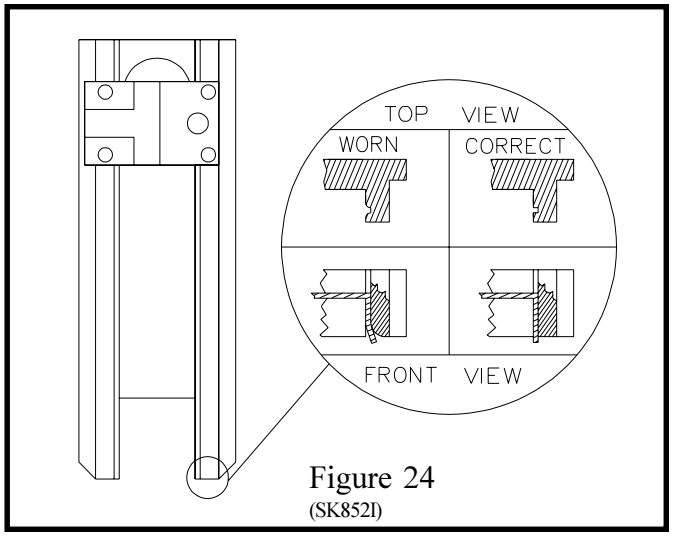
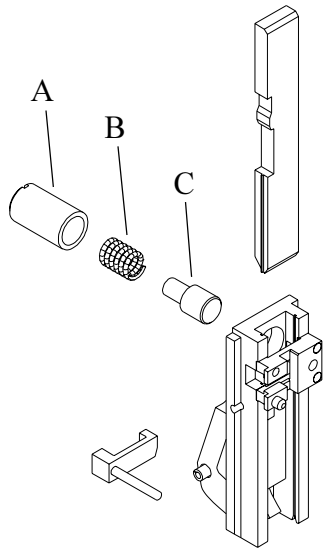

Figure 24
Figure 25
G. Bender Bar (Figure 24)
The bender bar bends the wire over the rotator and forms it into an unclinched stitch. The legs of the stitch are guided towards the work material by the bender bar grooves. The legs of the unclinched stitch should be perpendicular to the crown. When the bender bar grooves become worn, the legs tend to flare out (Figure 24) as they emerge from the grooves. This causes the legs to strike the clincher improperly. As a result, one or both legs will crumple and a broken driver bar or a broken bender bar can result. If the lower end of the bender bar groove becomes chipped, it will not support the wire and may cause the stitch to break at the crown. Replace the bender bar assembly (See Section H or Fig. 25). Other bender bar functions are related to wire cutting (Section L), and driving (Section I).
H. Bender Bar Friction Plug And/Or Spring (Fig. 25)